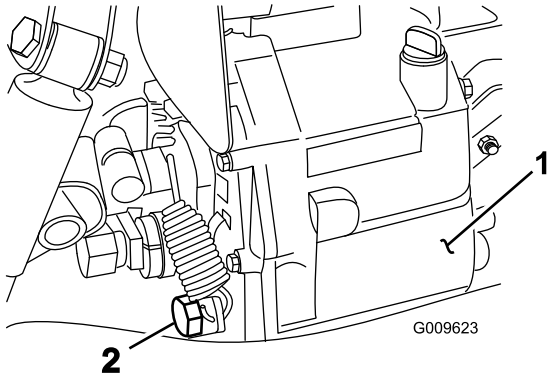

**Figur 72**
2. Ta bort avtappningspluggen från tankens sida och låt hydraulvätskan rinna ner i ett avtappningskärl (Figur 72).